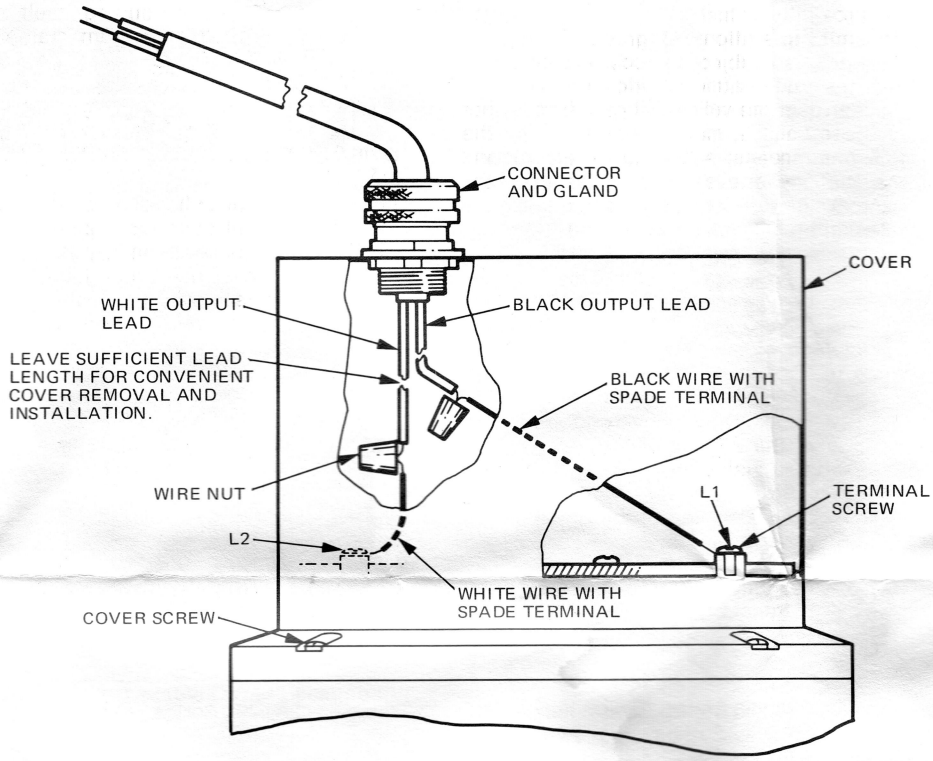

Figure 4. Wire Connections for 290 Series
To connect output leads to 290 series, refer to details of Figure 4:
14. Connect two leads of driver cover to internal binding posts (288 and 291 drivers), with red lead to post L2 and black lead to post L1. For 290 driver, position transformer/plate assembly on driver and secure with four screws removed in Step 4; then connect cable wire leads to internal terminal screws as shown in Figure 4, with black wire to terminal screw L1 and white wire to terminal screw L2.
16. Return driver to service; connect external leads to binding posts according to phasing (polarity) noted in Step 1 (288 and 291 drivers). For 290 driver, reconnect cable with wire nuts as shown in Figure 4.